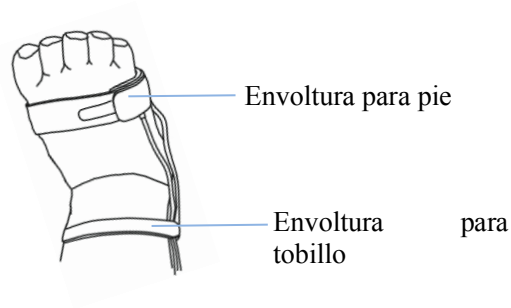

Figura 3.10C Vista del pie derecho
② Utilice la envoltura para tobillo para ajustar el cable del sensor al tobillo o pierna (ver Figura 3.10C). No sobreajuste.